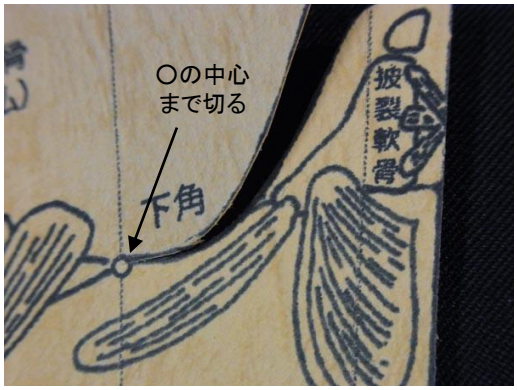

図3．切り出し
2．「①喉頭と気管」の甲状軟骨と輪状軟骨の間は〇印の中心まで切る（図3）。